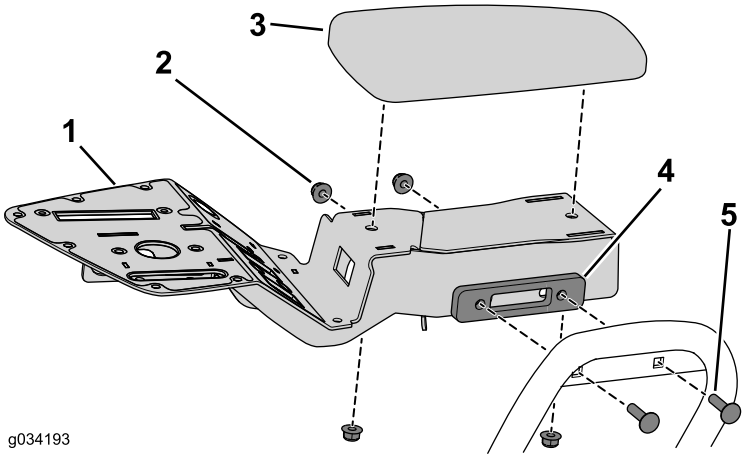

図 16
2. 先ほど外したキャリッジボルト本とフランジナットで、コンソールブラケットを固定する図 16。
3. 先ほど外したフランジナット個を使って、アームレストをコンソールアセンブリに固定する図 16。